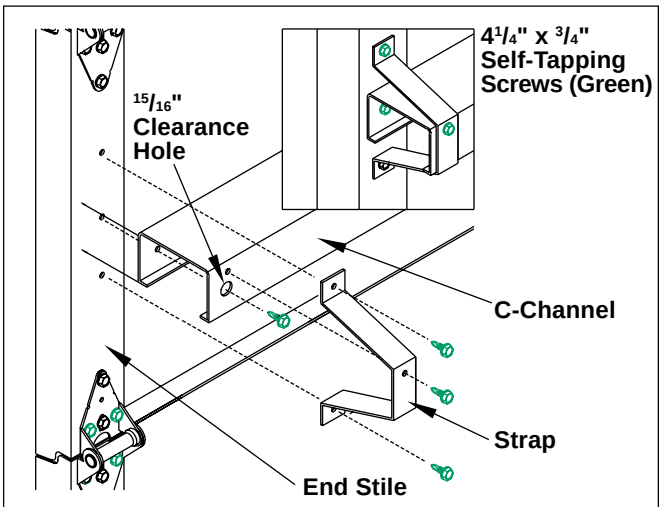

Fig. 7 C-CHANNEL INSTALLATION
Position the C-channel on the door. Attach C-channel to door section with (1) $^1/_4$" x $^3/_4$" self-tapping screws through drilled holes at each stile location. Then attach one C-channel strap at center hinge and end hinge locations (See Figures 14-22). C-Channel straps are attached to the C-channel with (1) $^1/_4$" x $^3/_4$" self-tapping screws, and attached to the door with (2) $^1/_4$" x $^3/_4$" self-tapping screws. (FIG. 7)